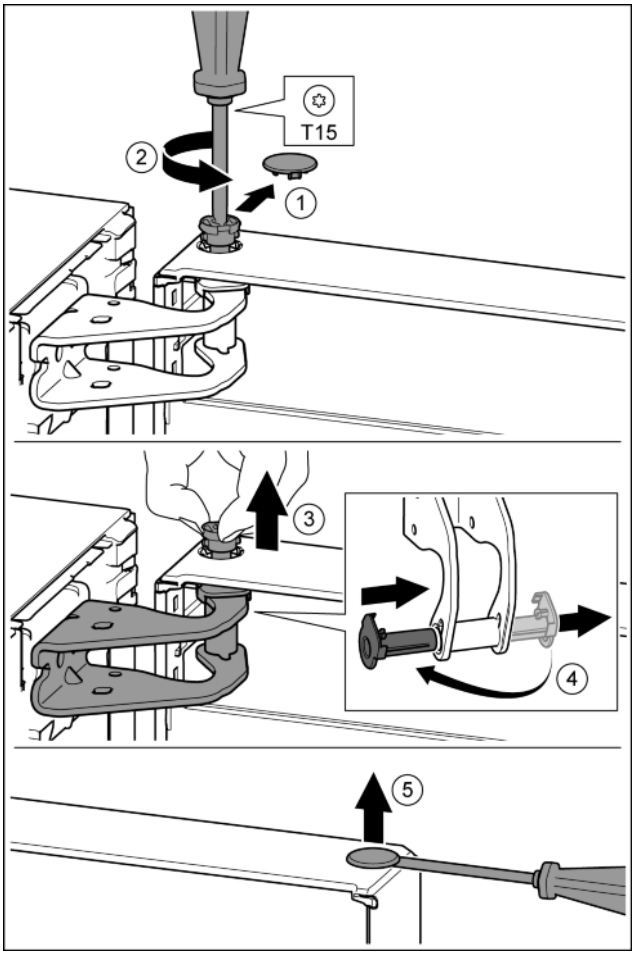

Fig. 12
- ▶ Осторожно снять предохранительную крышку. *Fig. 12 (1)*
- ▶ Немного выкрутить палец отверткой T15. *Fig. 12 (2)*
- ▶ Удерживать дверь и вытянуть палец рукой. *Fig. 12 (3)*
- ▶ Опорную втулку вывести из направляющей. Установить и зафиксировать с другой стороны. *Fig. 12 (4)*
- ▶ Осторожно приподнять шлицевой отверткой заглушку из опорной втулки двери и вынуть. *Fig. 12 (5)*